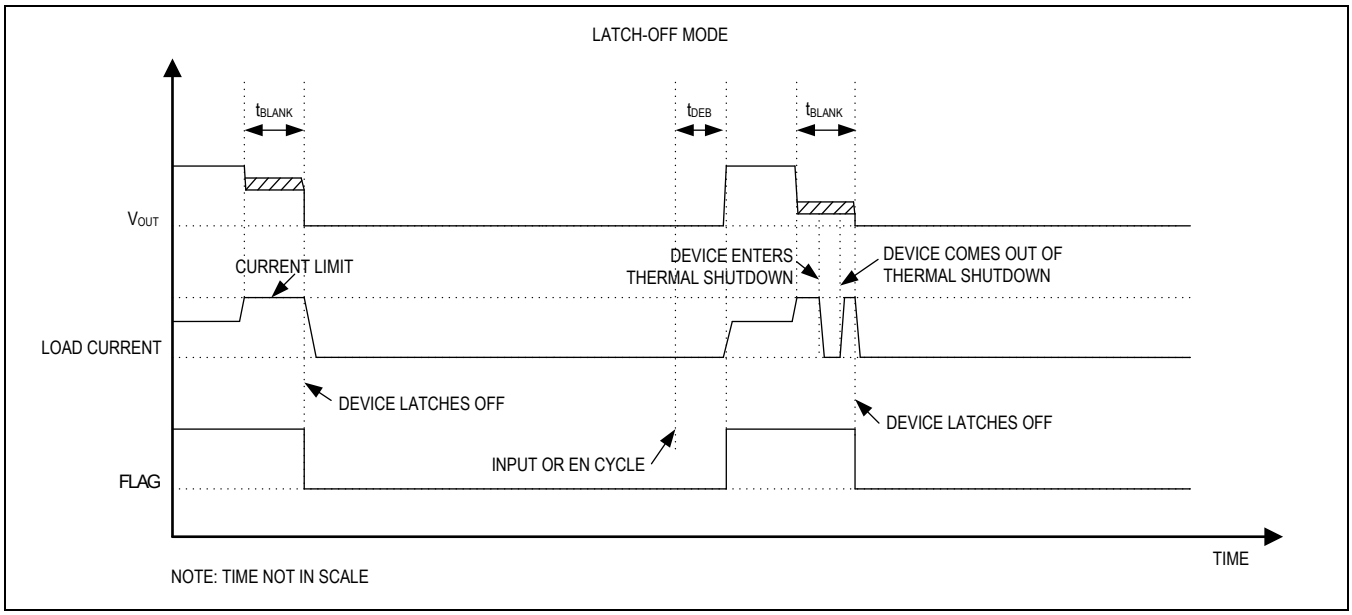

*Figure 5. Latch-Off Fault-Timing Diagram*
In latch-off current-limit mode, when current through the device reaches the current-limit threshold, the $t_{BLANK}$ timer begins counting. The $\overline{FLAG}$ pin asserts if an overcurrent condition is present for a period more than $t_{BLANK}$. The timer resets when the overcurrent condition disappears before $t_{BLANK}$ has elapsed. If the device enters thermal shutdown mode, the output Q2 FET turns off and it turns back on after the junction temperature cools down by $T_{J(HYS)}$. The device turns off and stays off if the overcurrent condition continues beyond $t_{BLANK}$. To reset the device, either toggle the control logic (EN) or cycle the input voltage. *Figure 5* depicts typical behavior in latch-off current-limit mode.